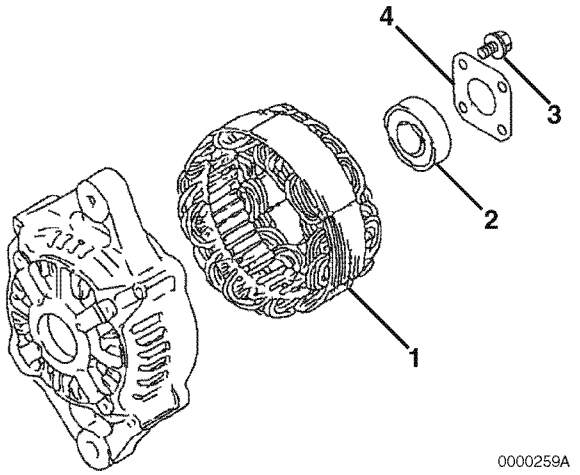

Figure 12-13
2. If removed, lubricate the outside diameter of a new front frame housing bearing. Press the bearing **(Figure 12-13, (2))** into the front frame housing. Reinstall the plate **(Figure 12-13, (4))** to the front housing. Tighten the four bolts **(Figure 12-13, (3))**.
3. Position the stator assembly **(Figure 12-13, (1))** on the front frame housing studs.